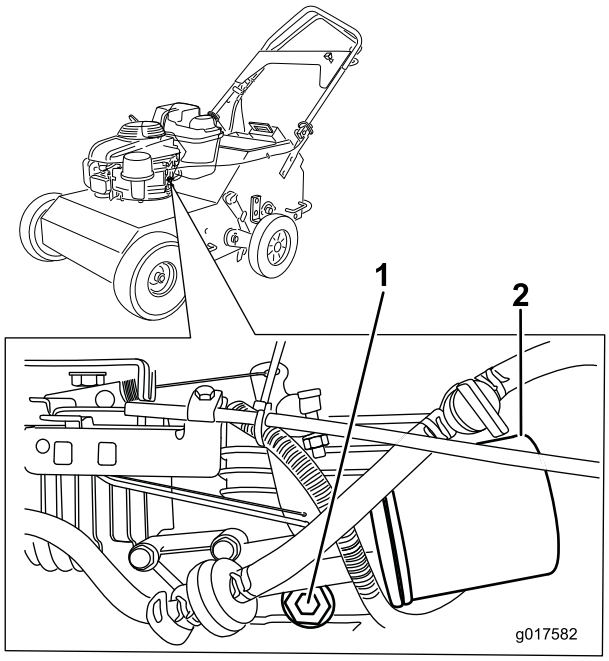

Figure 22
6. Enlevez le bouchon de vidange (Figure 22) et inclinez la machine pour vidanger l'huile dans le bac.
2. Placez un chiffon sous le filtre à huile (Figure 22) pour recueillir l'huile qui peut s'écouler lors de la dépose du filtre.